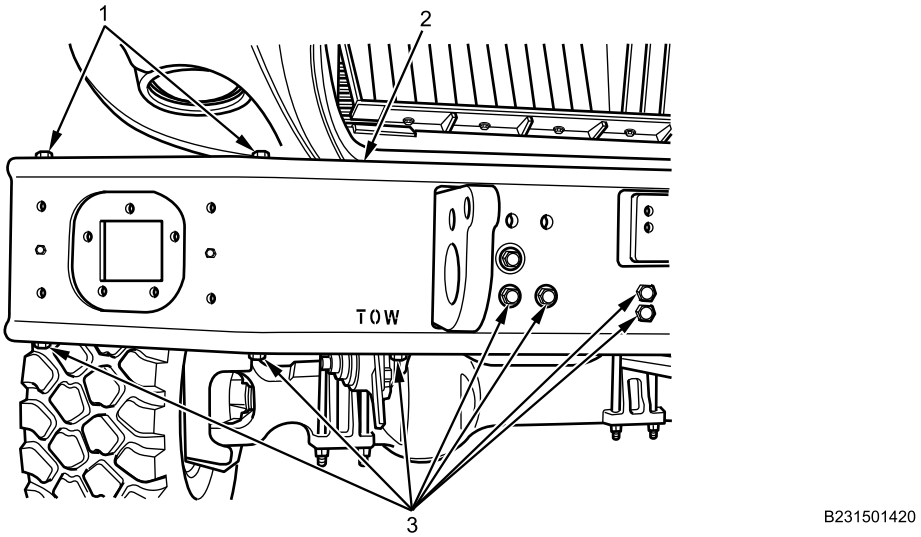

Figure 4. Right Side of Front Bumper.
8. Remove 14 bolts (Figure 4, Item 3) from front bumper (Figure 4, Item 2).
9. With assistant, secure bumper (Figure 4, Item 2) and remove four bolts (Figure 4, Item 1) from bumper.
10. With assistant, remove front bumper (Figure 4, Item 2).
11. Feed winch cable and roller fairlead through winch hole in bumper (Figure 4, Item 2).